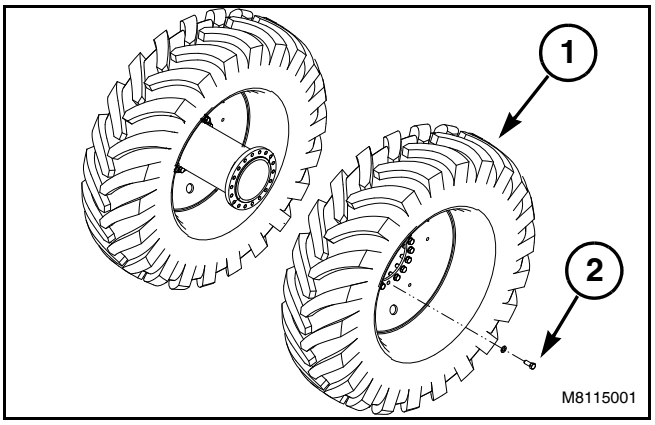

Рис. 134
Рис. 134: Закрепите внешнее колесо в сборе (1) к распорной втулке с помощью восемнадцати болтов с шайбами (2). Затяните болты и зажмите их крест-накрест с моментом 900 Нм (664 фунтов на фут).